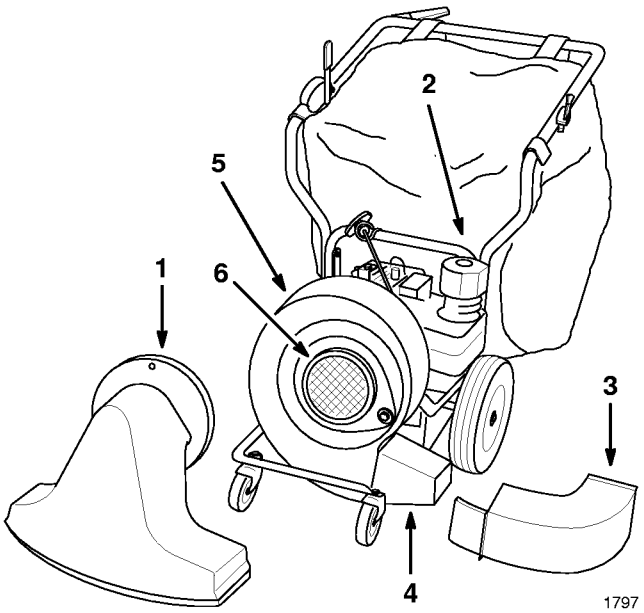

Abbildung 16
2. Kontermutter, Beilagscheibe und Ansaugdüse entfernen (Abb. 16).
3. Elastische Sacköffnung vom Auswurfkanal abnehmen (Abb. 16). (Nach Bedarf kann der gesamte Sack entfernt werden.)
4. Den Auswurfkanal des Gebläses entfernen (Abb. 16).
5. Ausblasrichtungsgeber einbauen. Mit der Halteschraube und der Kontermutter des Kanals befestigen (Abb. 16).
9. Das Gebläsegehäuse leicht anheben und um 120° im Uhrzeigersinn drehen (wenn Sie auf das Gebläse draufschauen) (Abb. 16).
12. Ansaugblende des Gebläses montieren. Mit der Unterlegscheibe und der Kontermutter der Ansaugdüse befestigen (Abb. 16).